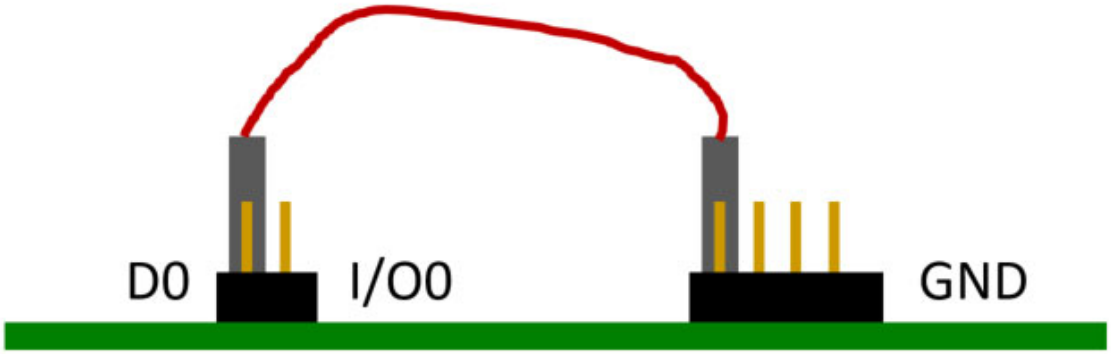

Abbildung 7: Emulation ‘Stuck-at ZERO’ Fault auf dem Datenbus Bit 0
b) Verifizieren Sie Ihren Test. Führen sie ihn zuerst mit korrekt eingesetzten Jumpern durch. Danach entfernen Sie zielgerichtet einen oder mehrere Jumper auf dem **Datenbus** und erzeugen mit Kabeln Stuck-at ONE und Stuck-at ZERO Fehler. Siehe Abbildung 7.